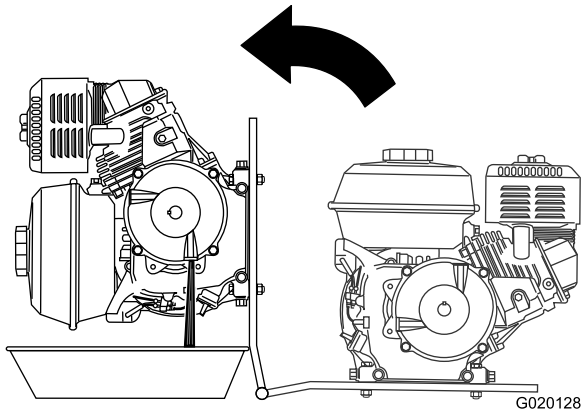

Figure 65
5. Align a drain pan to the hinge of the engine deck (Figure 65).
6. Rotate the engine on the hinge side of the engine deck, and drain the oil from the reduction case (Figure 65).